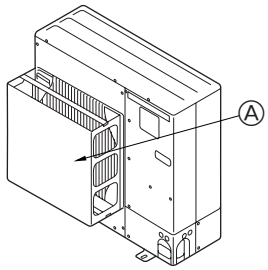

Fig. 2-4
② Install an optional air guide if the unit is installed in a location where strong winds from a typhoon, etc. may directly enter the air outlet. (Fig. 2-4)